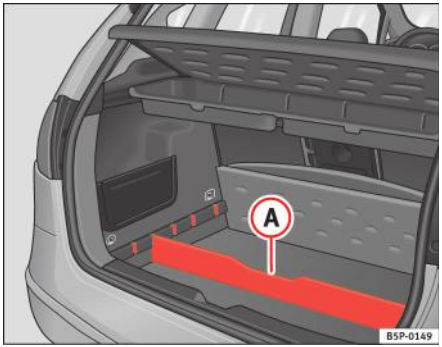

Fig. 105 Dispozitiv de compartimentare a portbagajului
– Fixați dispozitivul de compartimentare (A) ⇒ fig. 105 în fantele laterale, în funcție de dimensiunile obiectelor transportate. Trusa de scule şi roata de rezervă se află dedesubtul portbagajului.